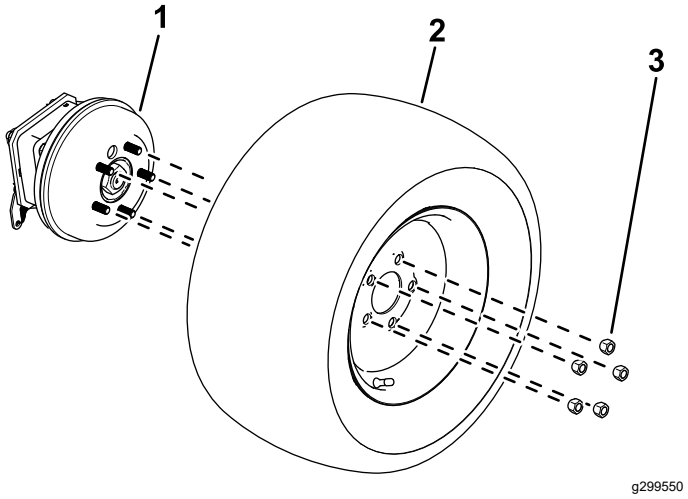

Figuur 12
1. Maak de wielmoeren los en verwijder ze (Figuur 12).
2. Verwijder de wielen uit de wielnaven (Figuur 12).
1. Gebruik de eerder verwijderde wielmoeren om de wielen aan de wielnaven te bevestigen (Figuur 12).